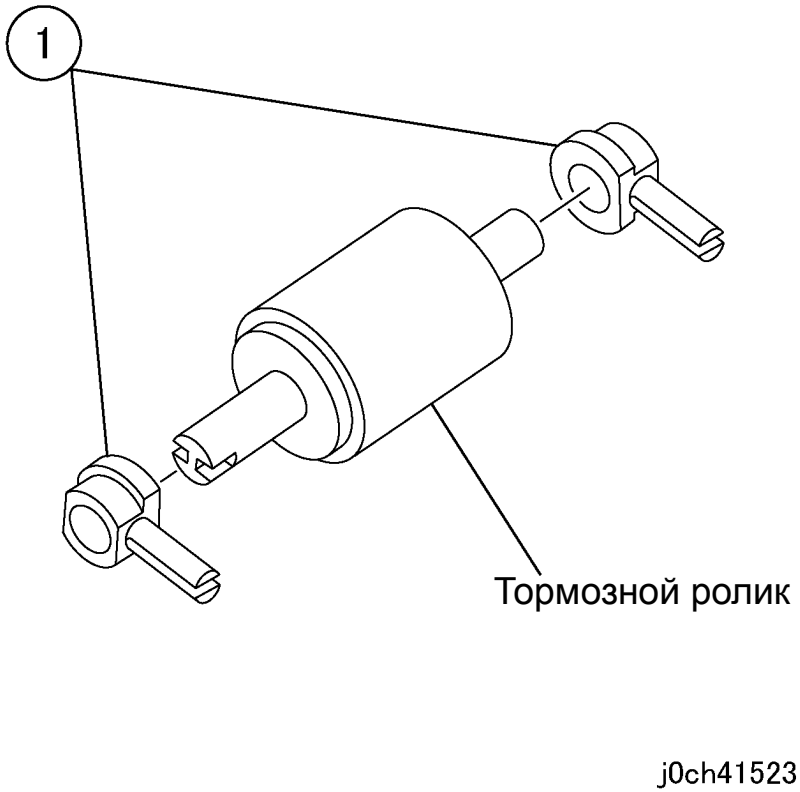

Рисунок 4 Снятие подшипников (j0ch41523)
5. Снимите тормозной ролик (рисунок 4).